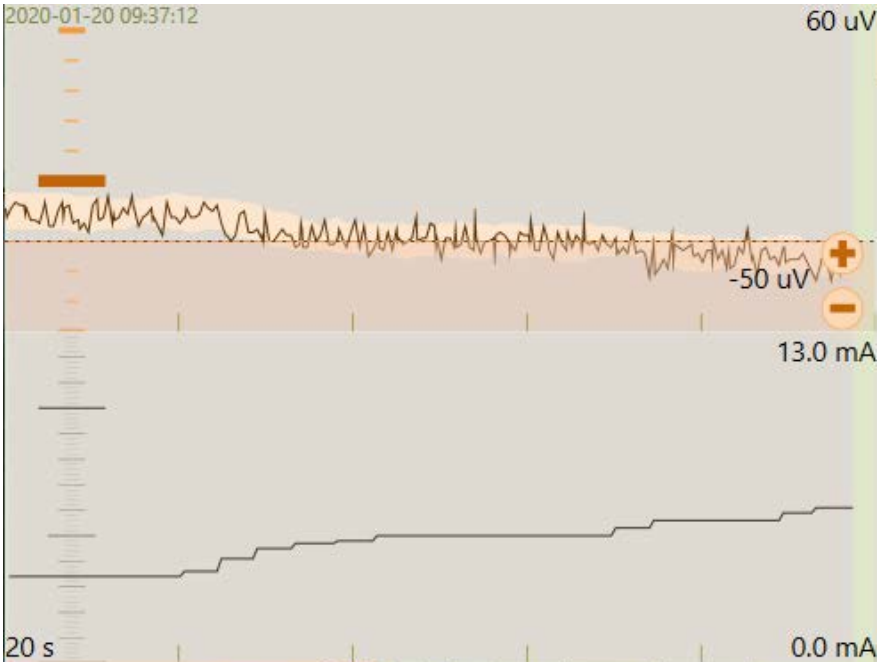

Figure 6.17: The ECAP measurement (top) and current (bottom) rolling plot.
9. The ECAP amplitude and current rolling plot (Figure 6.14A) displays the ECAP amplitude (top) and current (bottom) over time. You can use the and buttons to adjust the minimum ECAP measurement value displayed. ECAP amplitudes below the ECAP Minimum (dotted black line, see Sections 6.10.1 and 8.6) are shaded in red (Figure 6.17).
Note: Some artefact signals may introduce an offset in the measured ECAP amplitudes, including negative offsets with the correlation filter (see Figure 6.17). Ensure that all ECAP amplitudes are measured by setting the ECAP minimum to a value less than the ECAP amplitudes measured during collection of the activation plot and posture testing (see below and Section 8.2).